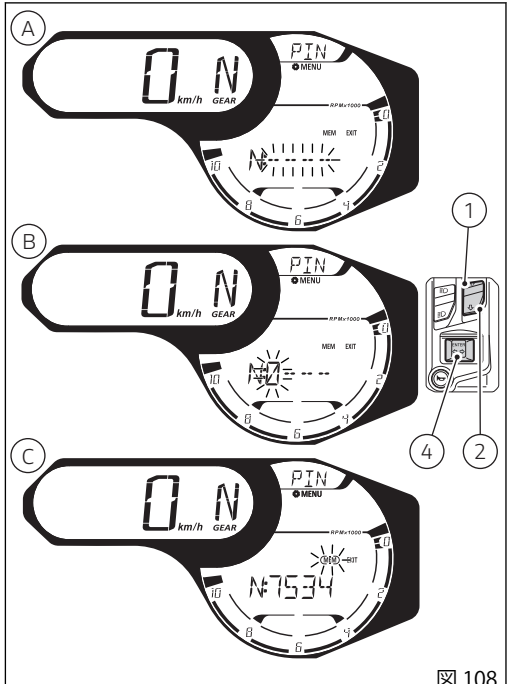

図 108
ボタン (4) を押して最後の桁を決定すると、"MEM" (C、図 108) の文字枠が点滅します。
- "EXIT" を選択 (枠が点滅) してボタン (4) を押すと、PIN CODE を保存せずに終了します。
- 設定したコードのひとつの数字を選択 (点滅) してボタン (4) を押すと、コード入力をもう一度行い数字を変更することができます。
- "MEM" (C、図 108) を選択 (枠が点滅) してボタン (4) を押すと、新しい PIN CODE が保存されます。インストルメントパネルは "MEM OK" を 2 秒間表示し、続いて "EXIT" の文字枠を点滅させます。ボタン (4) を押して終了します。